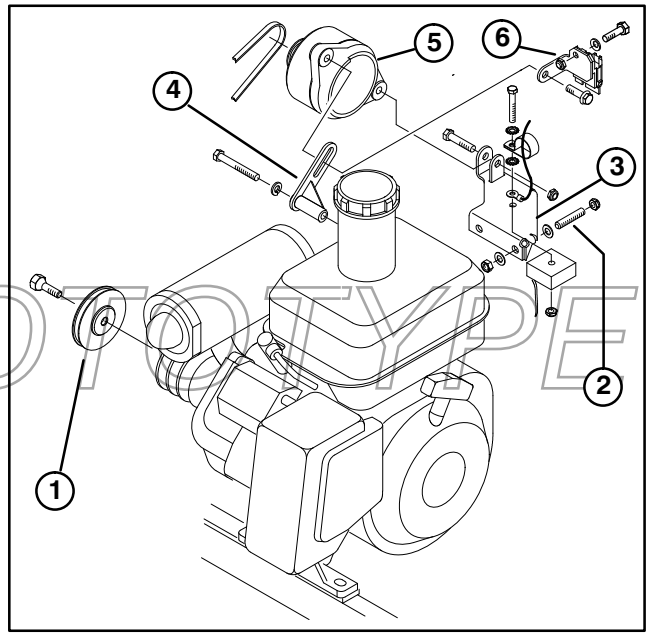

Figure 3
4. Mount new generator drive pulley to engine PTO shaft with tapered screw provided (Fig. 3). Apply anti−seize compound to screw threads.
7. Apply #242 Loctite to threads of (2) setscrews (Fig. 3). Thread screws into bosses on back of engine. Using a 4mm hex wrench, tighten setscrews until they bottom out in bosses. Wipe off excess Loctite.
8. Thread a nut onto each setscrew until flush with engine boss. Place a flatwasher onto each setscrew. Slide generator bracket onto setscrews and loosely secure with (2) flatwashers and nylon insert locknuts (Fig. 3).
9. Secure pivot assembly to boss on side of engine with a capscrew and lockwasher (Fig. 3).
10. Install generator (Fig. 3). Fasten non−threaded flange of generator to generator bracket with a capscrew and nylon insert locknut. Do not over−tighten capscrew, generator must be able to rotate freely.
11. Using a flanged head capscrew, mount clutch interlock module/bracket assembly to pivot assembly and generator (Fig. 3).
17. Plug the two male bullet connectors into the leads coming off generator. Place generator wires and clutch interlock switch wires in R−clamp. Place voltage regulator on bottom side of generator bracket. Mount voltage regulator, R−clamp and (2) ground wires to generator bracket with a capscrew, nylon insert locknut and (2) external tooth lockwashers (Fig. 3).